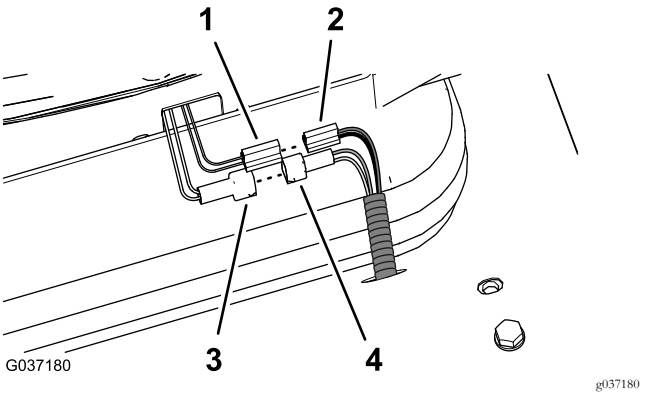

Figura 24
7. En la parte posterior del asiento, localice el conector de 2 pines del interruptor del asiento (cables amarillos y grises) y conéctelo al conector hembra de 2 vías del arnés del relé (cables blancos y negros), tal y como se muestra en la Figura 24.
3. Conecte el conector hembra de 2 palas de la suspensión neumática del asiento en el conector hembra de 2 vías (cables negros y rojos) del arnés de cables del kit de 350 cm; consulte la Figura 24 en Conexión del relé y del arnés (modelo 02750) (página 9).